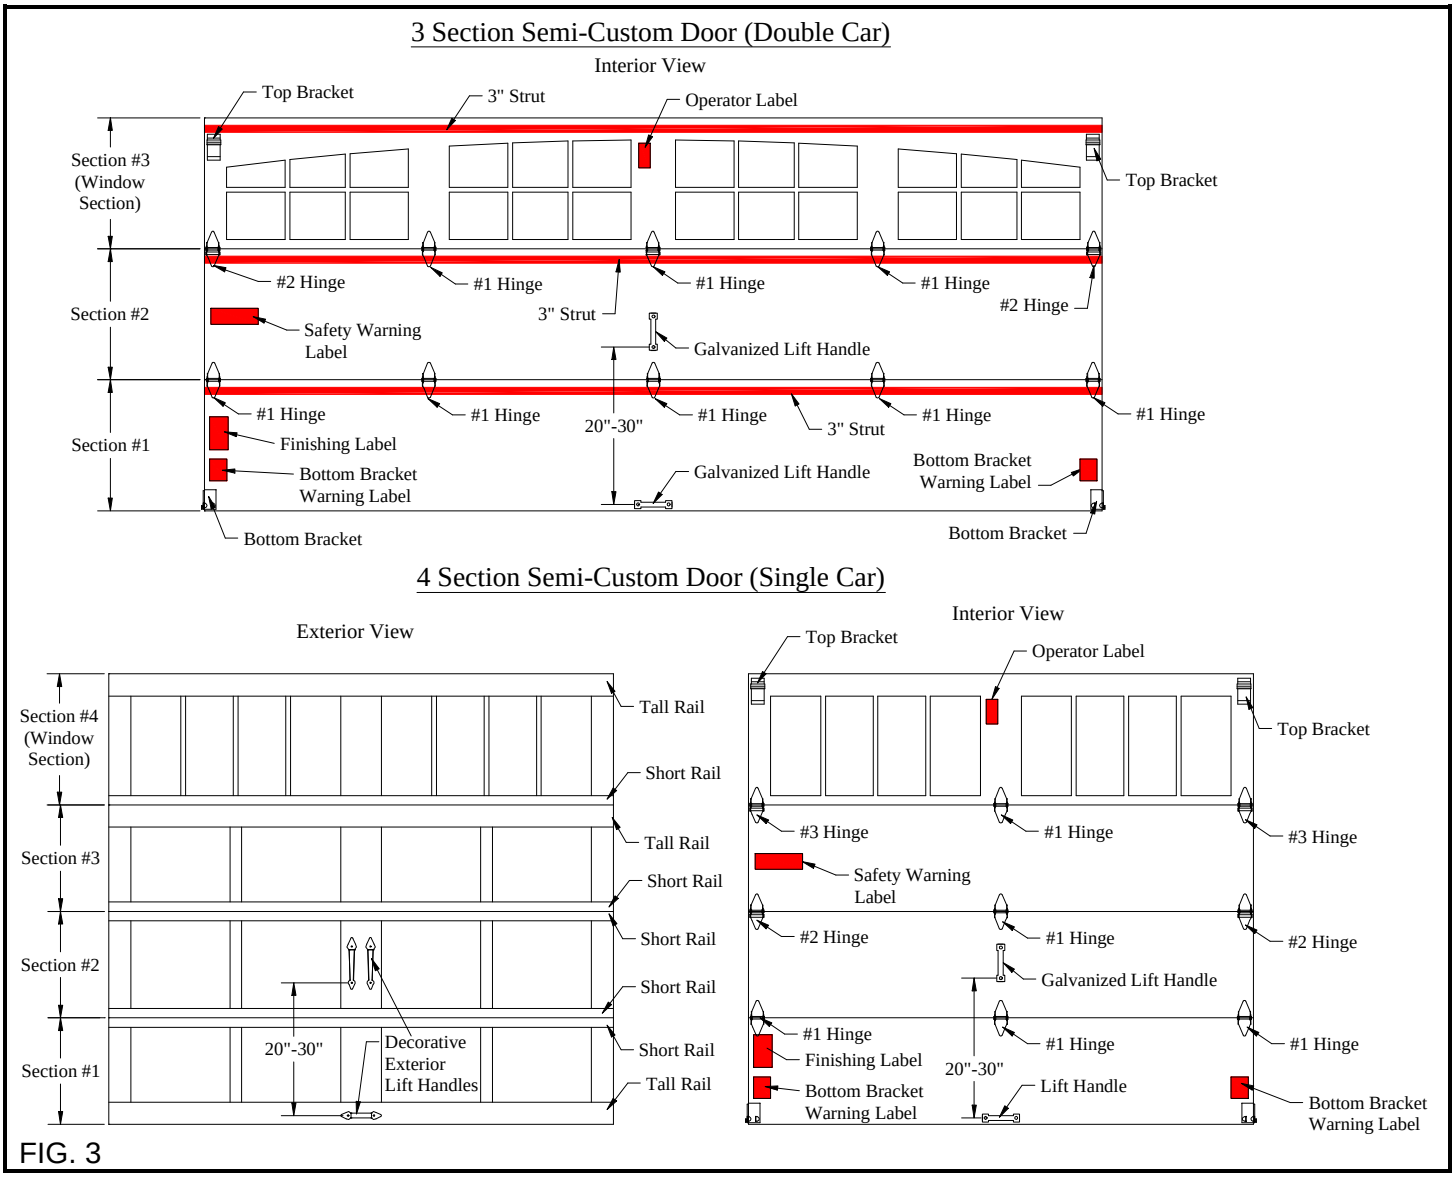

FIG. 3
Semi-Custom Wood doors are manufactured in different section heights than standard wood doors. A 6'6" or 7'0" high Semi-Custom Wood Door consists of (3) sections, while a7'6" or 8'0" high door consists of (4) sections. See FIG. 3 on next page for proper section and hardware placement.
Install (2) handles using black carriage bolts on the bottom section as detailed in the MANUAL, with the exception that the outside bottom handle should be the decorative handle supplied with your semi-custom door (reference FIG. 3).